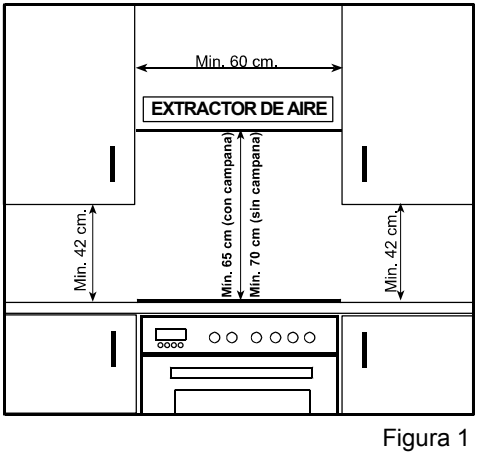

Figura 1
- La figura 1 muestra los cambios que se deben realizar al armario de pared y a los extractores de aire que se encuentran encima del horno combinado y empotrado como así también las alturas mínimas desde la base del horno.